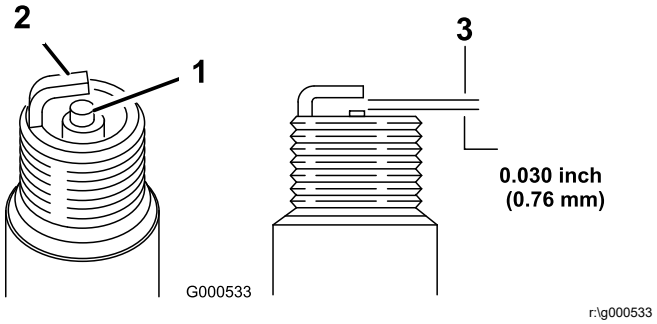

Figure 28
5. Réglez l'écartement des électrodes à 0,76 mm (0,030 po) (Figure 28).